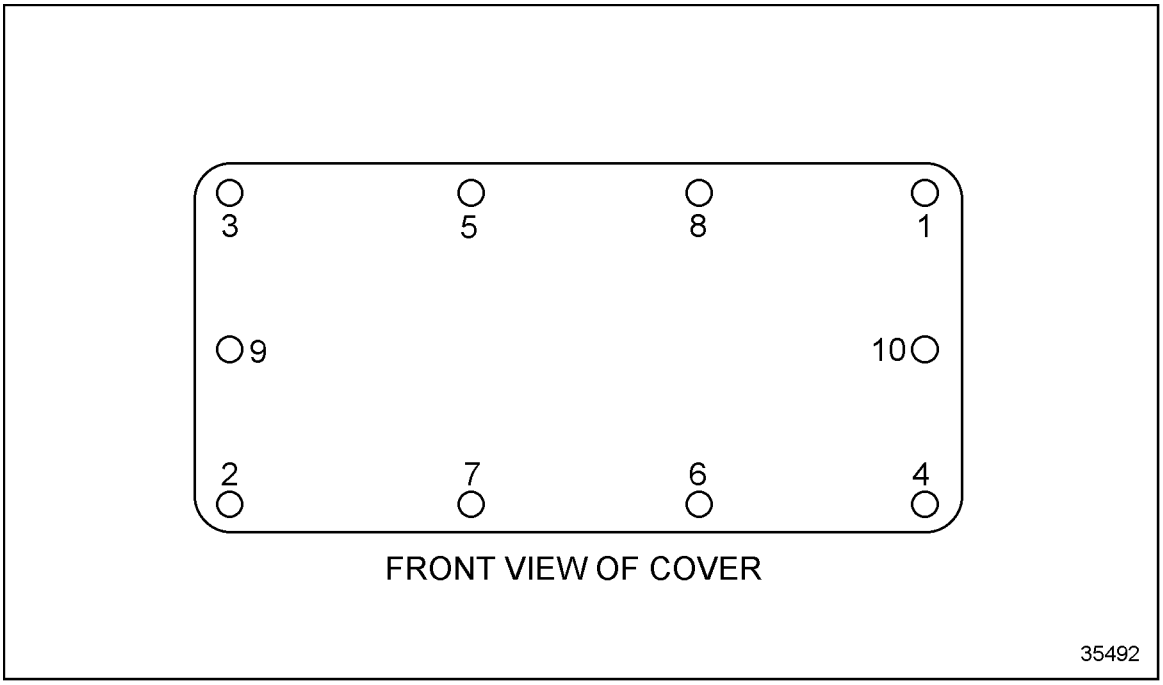

Figure 4-92 Front Cover Plate Bolt Location and Torque Sequence
2. Remove the M12 1.75 X 130 mm left-center and right-center bolts (bolt locations 9 and 10 see Figure 4-92) from the front cover plate of the heat exchanger. Install M12 1.75 X 180 mm bolts and spacers in their place. Tighten bolts securely.